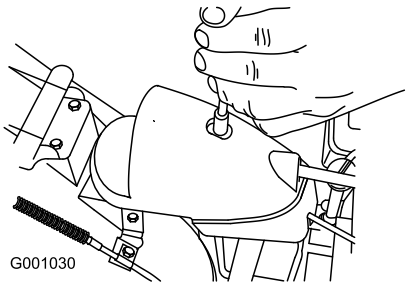

Figura 52
1. Togliete l'elemento di fissaggio dal coperchio degli ingranaggi (Figura 52), alzate la parte anteriore del coperchio e spingetela indietro perché non intralci l'operazione.